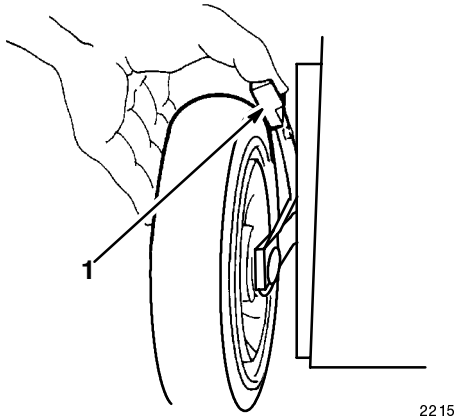

Abbildung 19
4. Den Einstellhebel zum Rad drücken und auf die gewünschte Einstellung bewegen (Abb. 19). Darauf achten, daß der Stift am Einstellhebel in die Kerbe im Rasenmähergehäuse geht.